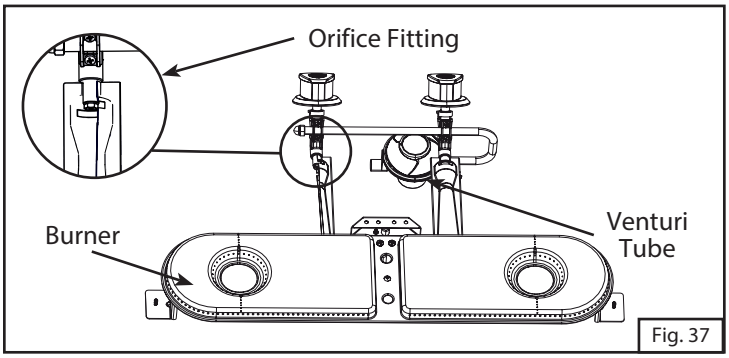

Fig. 37
6. Make sure the orifice fittings are inside the venturi tube, then tighten all self tapping screws. (Fig. 37 and Fig. 38)